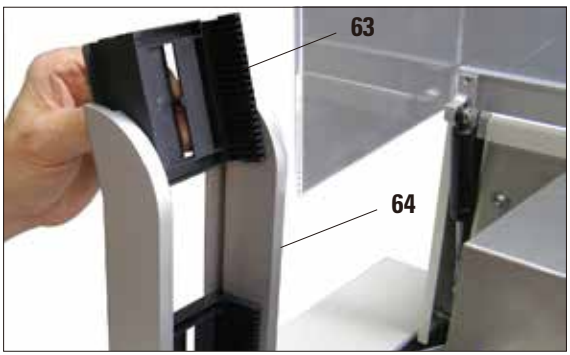

図 29
- アウトプットステーション（**64**）に希望する数のアウトプットラック（**63**）をセットします（図 29）。アウトプットステーションにセットできるアウトプットラックの数は、サイズ 30 のものなら 2 個、サイズ 20 のものは 3 個までです。